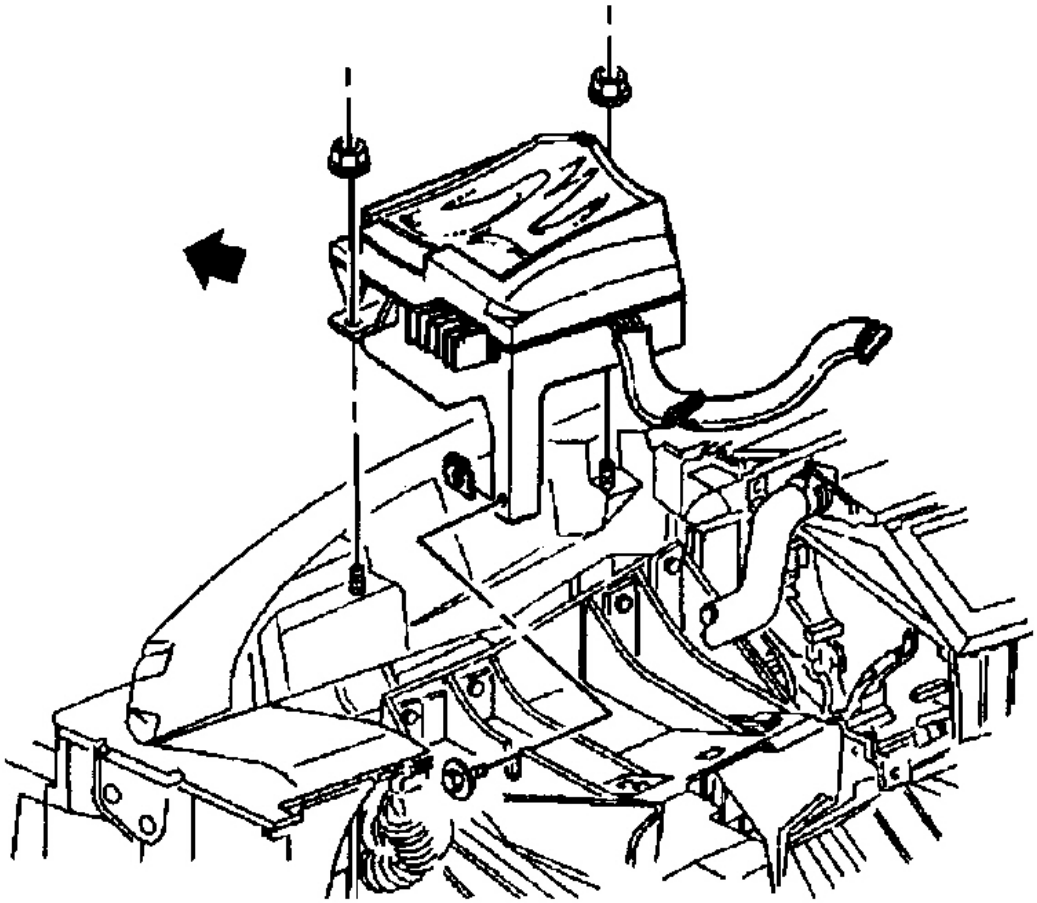

Fig. 24: Removing Head-Up Display From Instrument Panel
3. Loosen the HUD-to-steering column support bracket retaining screw. Remove HUD retaining nuts and remove HUD from vehicle. See **Fig. 24** . To install, reverse removal procedure. Carefully place HUD wiring harness in original position.